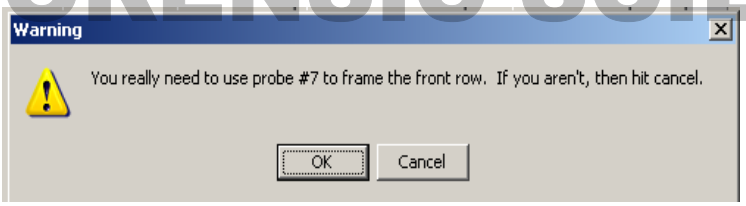

Figure 4. Warning about the proper probe to use.
2.8 A window will pop up warning the user to use probe #7 for the deck framing at this position (Figure 4). After checking that probe #7 is being used, click OK.